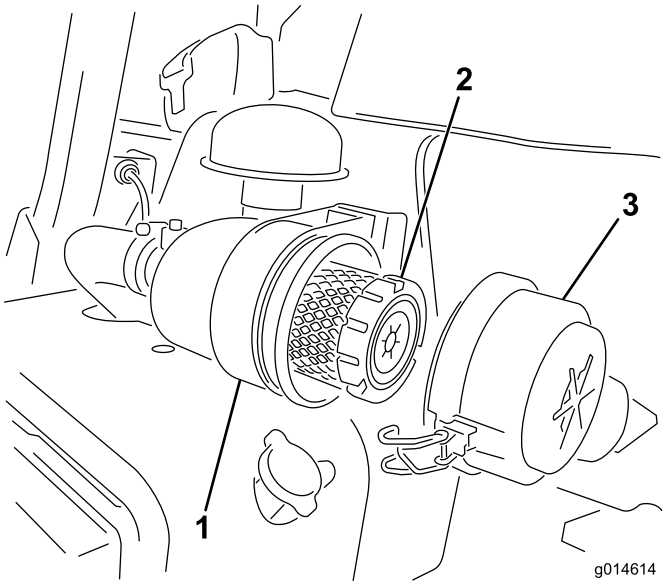

Figuur 41
1. Maak de sluitingen los waarmee het deksel van het luchtfilter is bevestigd aan de luchtfilterbehuizing (Figuur 41).
6. Maak de sluitingen vast (Figuur 41).